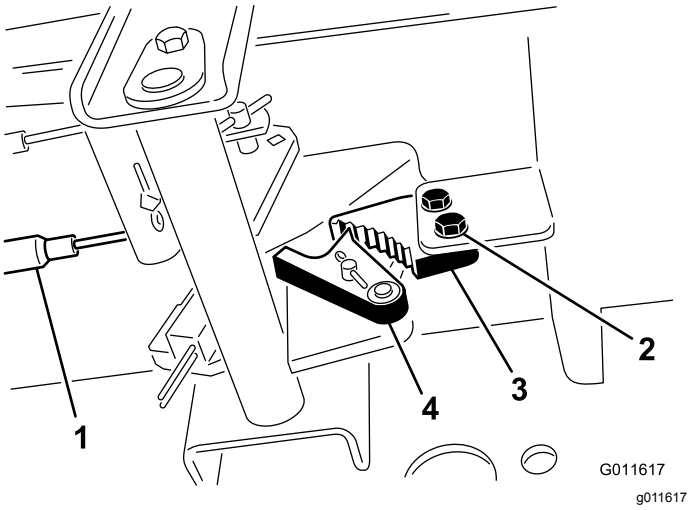

Figuur 62
1. Draai de 2 schroeven los waarmee de pal van de parkeerrem is bevestigd aan het frame (Figuur 62).
2. Trap het pedaal van het parkeerrem naar voren totdat de remvergrendeling de rempal geheel vastgrijpt (Figuur 62).